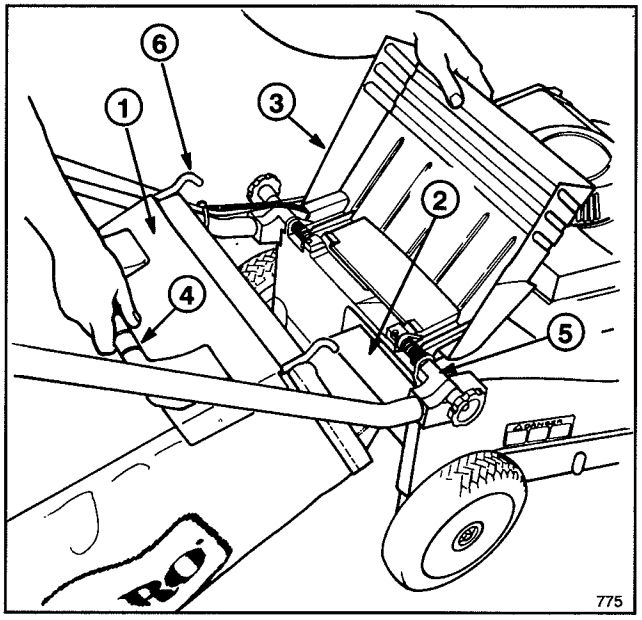

Figure 4
1. Soulever le volet de l'éjection, glisser le rail attaché au sac dans l'ouverture d'éjection et accrocher le cadre du sac sur la portion arrondie des supports de montage (fig. 4).
Remplir le carter d'huile SAE 30 ou 10W30 jusqu'à ce que le niveau atteigne le repère FULL (plein) de la jauge comme illustré à la figure 4. La capacité maximale du carter d'huile est de 75 cl (25 onces). Toutes les huiles de classe SE, SF ou SG (classification API – American Petroleum Institute), sont acceptables.